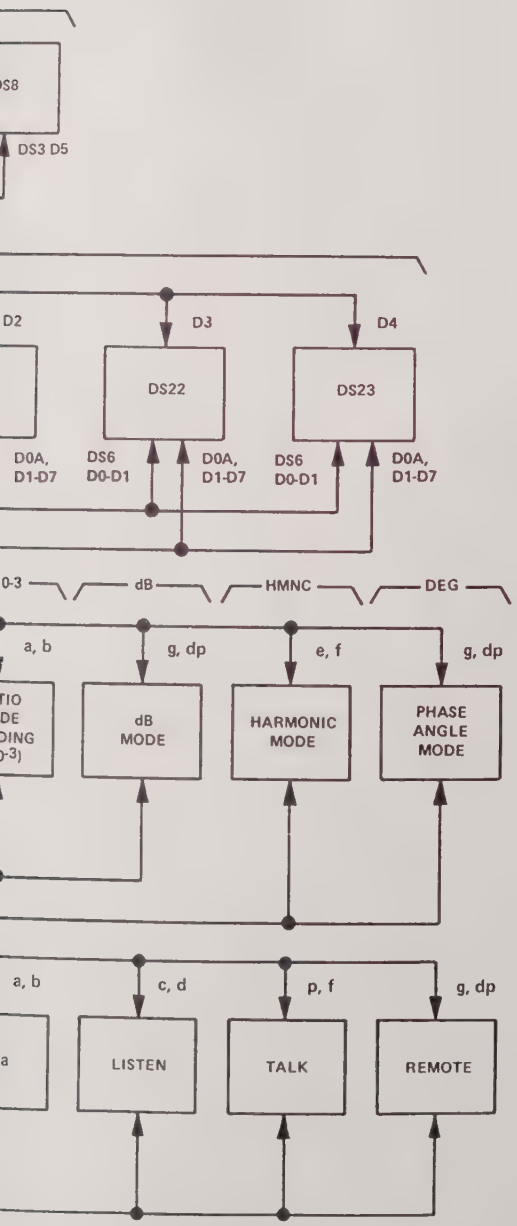

Figure 2-16. Display Board A15A3, Functional Signal Flow Diagram
b. DISPLAY BOARD A15A3. (See figure 2-16 for details of functional signal flow on Display board A15A3.)